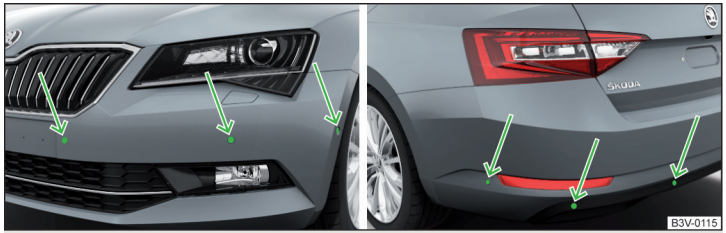

Fig. 205 **Lugar de instalación de los sensores del lado izquierdo del vehículo: delantero / trasero**
- Mantener los sensores del sistema » fig. 205 *de la pág. 167* limpios, libres de nieve y hielo, y no cubrirlos con ningunos objetos, de lo contrario puede estar limitado la función del sistema.
El sistema calcula la distancia entre el parachoques y un obstáculo mediante ondas ultrasónicas. Los sensores ultrasonidos se encuentran según el equipamiento del vehículo en el parachoques trasero o también en el delantero » fig. 205.